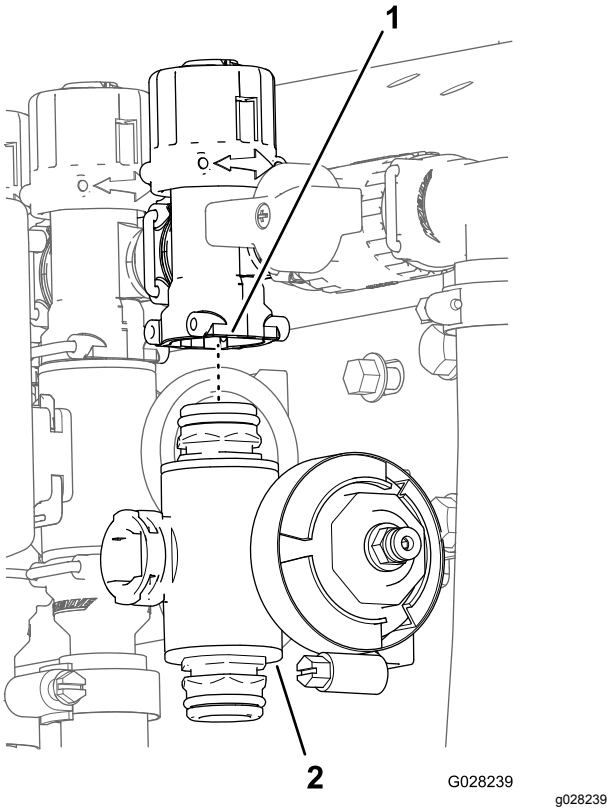

Figur 118
3. For venstre eller højre bomsektionsventiler skal flangehovedboltene og flangelåsemøtrikkerne, der fastgør sektionsventilen/erne til ventilbeslaget, afmonteres, og ventilmanifolden/erne skal afmonteres fra maskinen. For den midterste sektionsventil skal sektionsventilmanifolden afmonteres fra maskinen (Figur 118).